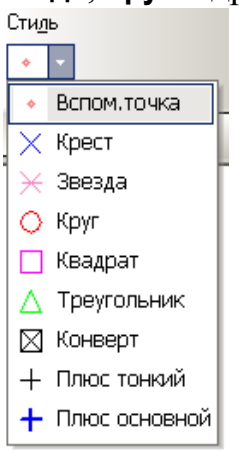

Рис. 6.5. Список возможных стилей инструмента **Точка**.
1.5. Щелкните в поле стиля строки параметров объекта. Появляется список (рис. 6.5), из которого вы можете выбрать соответствующие символы **Вспомогательная точка**, **Крест**, **Звезда**, **Круг** и др.